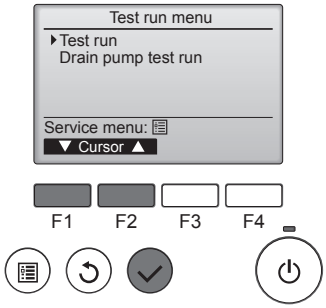

Fig. 7-2
② Select "Test run" from the Test run menu, and press the [SELECT] button. (Fig. 7-2)
③ The test run operation starts, and the Test run operation screen is displayed.